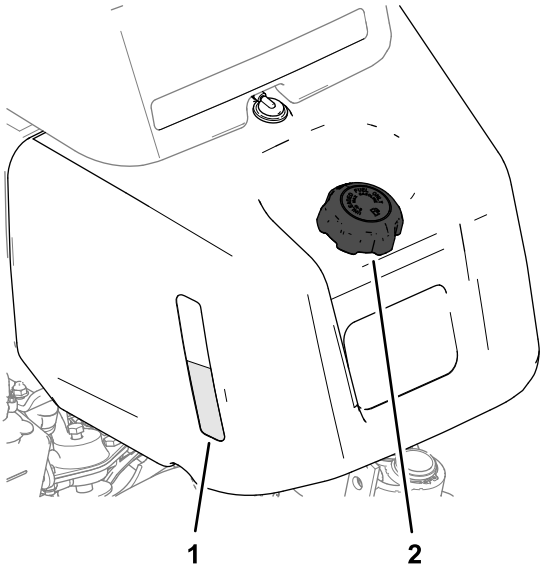
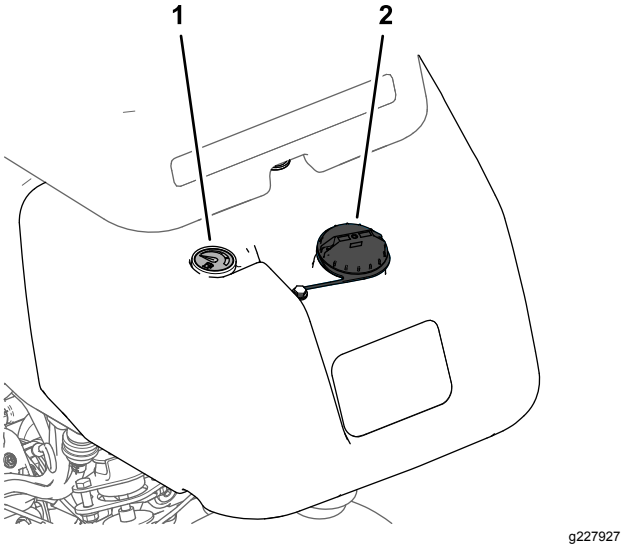

**Figur 20**
**Figur 21**
1. Rengør området omkring brændstofdækslet, og afmonter det (Figur 20 eller Figur 21).